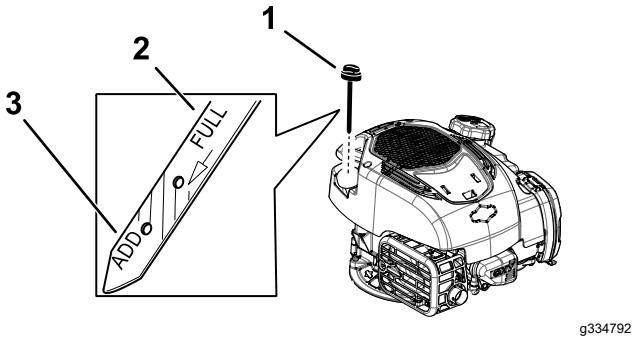

Figure 10
6. Vérifiez le niveau d'huile indiqué par la jauge (Figure 10).